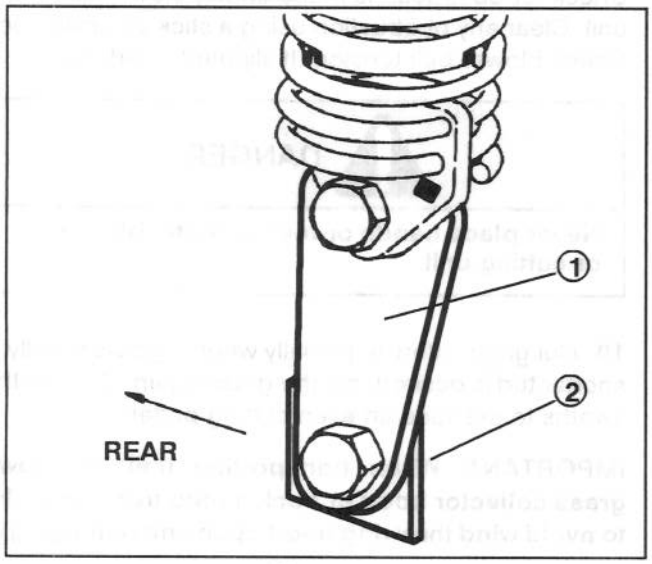

Figure 18
4. Start engine and raise frame. Secure counterbalance spring knee link to cutting unit spring bracket with shoulder bolt and locknut previously removed (Fig. 18). Make sure to mount counterbalance to proper tab on cutting unit spring bracket.